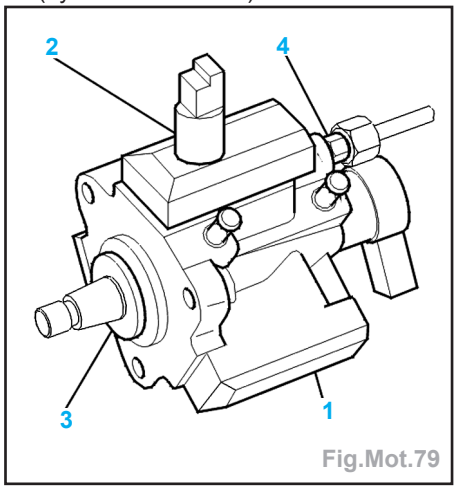

Fig.Mot.79
- Ne pas dissocier la pompe haute pression (4) carburant des éléments suivants (Fig.Mot.79) :
- désactivateur du 3ème piston de pompe haute pression carburant (2),
- bague d'étanchéité (1),
- raccord (3) de sortie haute pression (dysfonctionnement).